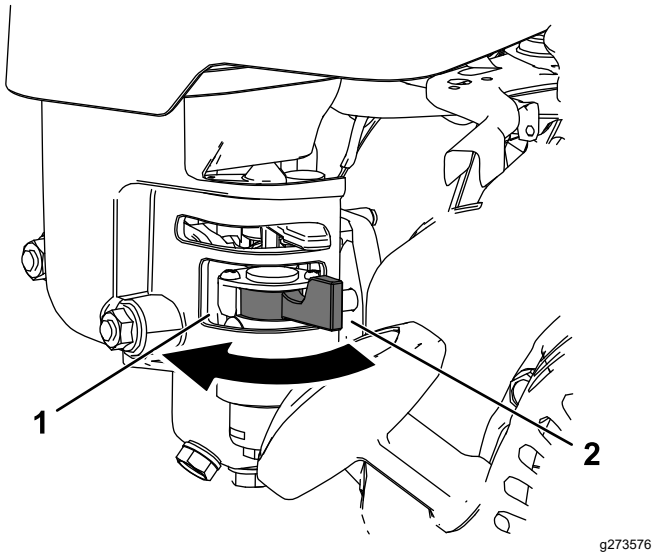

Figure 18
- Pour ouvrir le robinet d'arrivée de carburant, tournez le levier vers la poignée du lanceur (Figure 18).
- Pour fermer le robinet d'arrivée de carburant, tournez le levier à l'opposé de la poignée du lanceur (Figure 18).